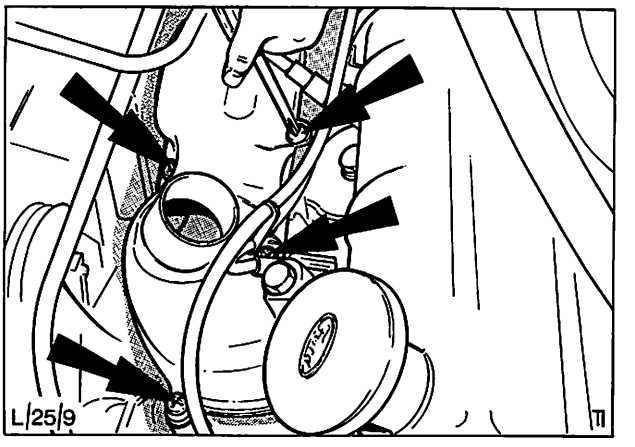

Abb. 21 Befestigungsschrauben – Luftleitbleche
12. Bei Fahrzeugen mit thermostatgeregelter Ansaugluftvorwärmung die beiden Luftleitbleche am rechten Auspuffkrümmer anbringen und mit vier Schrauben befestigen, Abb. 21. Metallschlauch zwischen Luftleitblech und Luftfilteröffnung einsetzen.